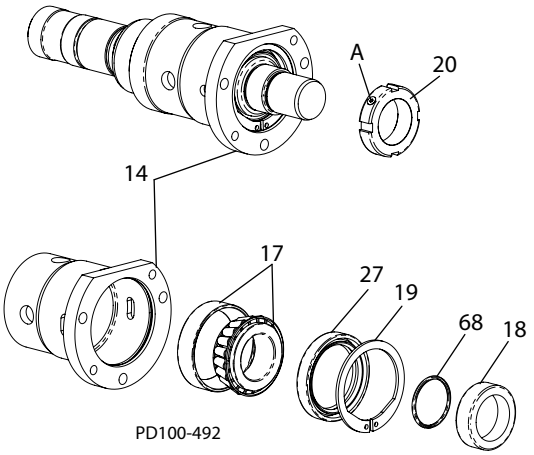

Figura 42 - Rimozione dei cuscinetti
1. Allentare le viti di bloccaggio (Figura 42, articolo A) nei dadi di regolazione dei cuscinetti (articolo 20), quindi rimuovere questi ultimi.